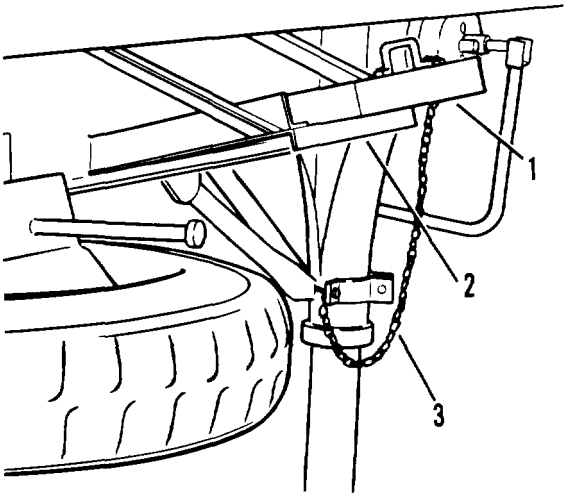

Figure 2-9. Float pad (board assembly)
a. Two float pads (1, figure 2-9) are provided for placing under landing leg feet to keep them from sinking into soft ground.
b. Stored in brackets (2) welded to frame.
c. Secured to landing leg bracket with chains (3).